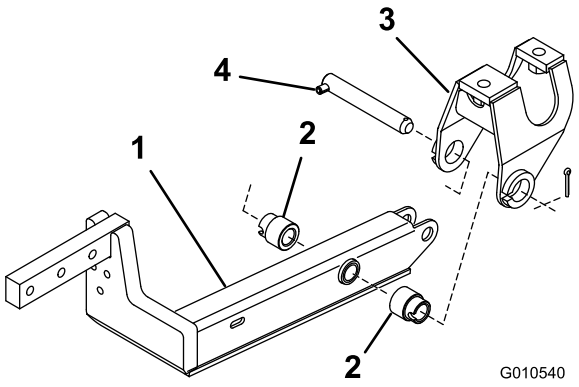

Figur 2
4. Monter en løftearm på akselbeslaget med 2 afstandsklodser, en drejetap og en split (5/32 x 1-3/4 tomme). Monter løftearmen med bøjningen placeret udad (Figur 2).